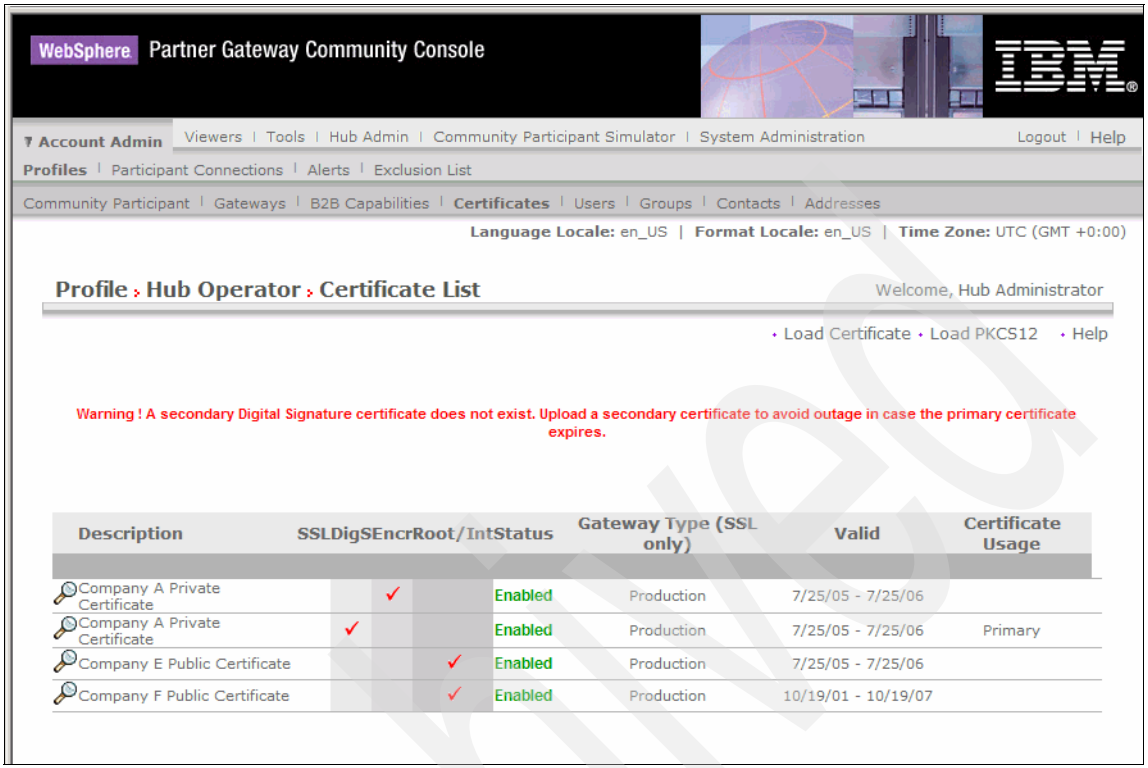

Figure 12-32 New List of Certificates for Company A
8. Click **List**. This will take us back to the uploaded certificates for the Hub Operator Profile. It should look like Figure 12-32 on page 382.